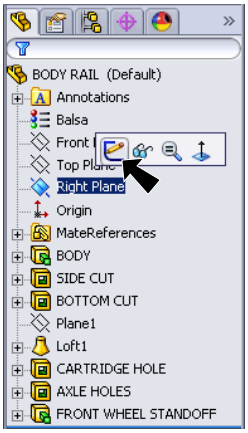

Fig. 88
Step 1. Click **Right Plane** in the Feature Manager and click **Sketch** from the Content toolbar, **Fig. 88**.